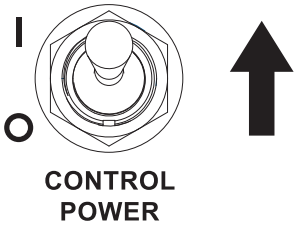

Figure 3-13. Controller Power ON (I)
1. See ***Figure 3-13***. Switch controller power to ON (I).